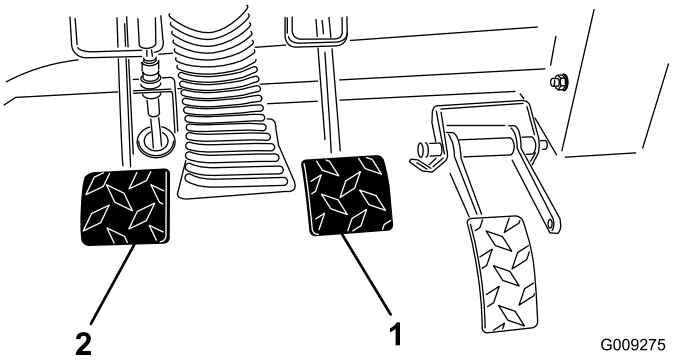

Figur 65
2. Løft op i bremsepedalen (Figur 65), indtil den berører stellet.